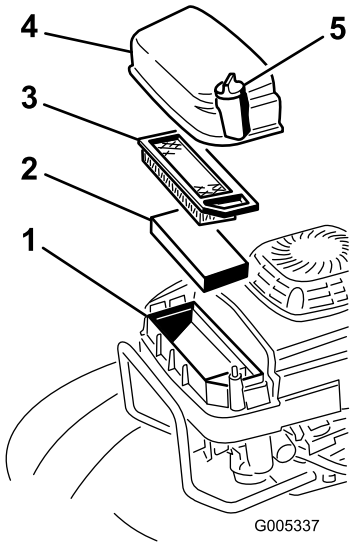

Figuur 26
2. Draai de schroef los waarmee het luchtfilterdeksel vastzit (Figuur 26).
3. Verwijder het luchtfilterdeksel en maak dit grondig schoon (Figuur 26).
4. Verwijder en controleer het papieren luchtfilterelement (Figuur 26) en gooi dit weg als het buitengewoon vuil is.